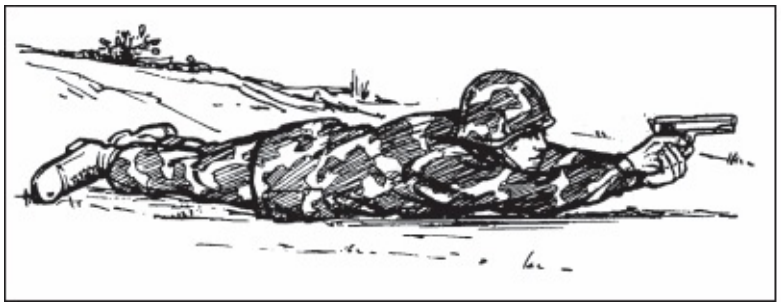

Figure 2-12. Prone position.
e. **Prone Position**. Lie flat on the ground, facing the target (Figure 2-12). Extend your arms in front with the firing arm locked. (Your arms may have to be slightly unlocked for firing at high targets.) Rest the butt of the weapon on the